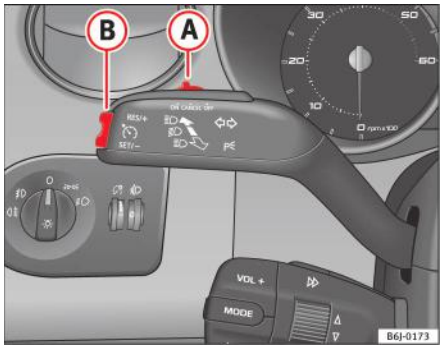

Fig. 104 Maneta pentru semnalizarea direcției şi faza lungă: comutatorul şi comutatorul basculant pentru tempomat
– Deplasați butonul de comandă ⇒ fig. 104 (A) spre stânga în poziția **ON** (activat).